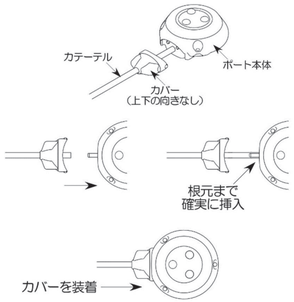

図 2 ポート本体とカバーの接続
12. カテーテルをポートのコネクタに挿し込み、コネクタの根元まで確実に挿入する。カバーをスライドさせて、ポート本体と確実に嵌合させる。この時、カバー両側の突起（位置決め）をポート本体の溝に確実に嵌合させる（図 2）。再度カテーテルの長さを調整する場合は、ポートコネクタからカテーテルを無理に引き抜かず、カテーテルの切断面が垂直になるように切断して再接続する。［ポートが破損し、コネクタが抜けるおそれがある。］